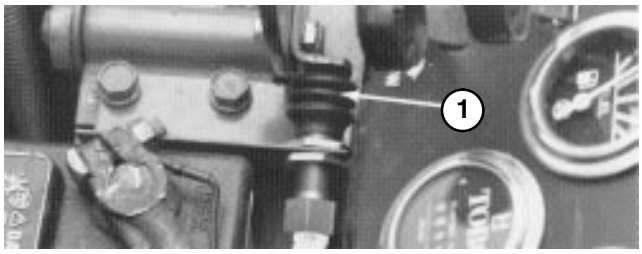

Figure 32
3. Remove boot from button end of PTO switch (Fig. 32). Retain boot for reinstallation. Separate switch wire connectors.